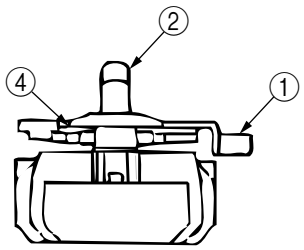

Figure 3.3.2
(1) Insert the printhead ② into the PC connector ③ while pushing it against the carriage frame ④.
(2) The head clamp ① must surely be sandwiched between printhead ② and carriage frame ④ as shown Figure 3.3.2.
(3) Be sure to check the gap between platen and printhead (see 4).
(4) Be careful not to touch the print head while it is very hot.
(5) Make sure that there is not any dust or oil on the connector contact section A. If it is found, wipe it off by alcohol.